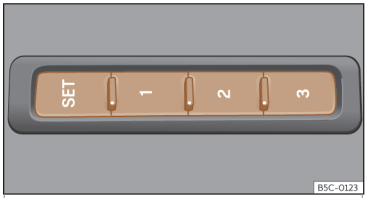

Fig. 101 En el lateral exterior del asiento del conductor: teclas de memoria.
- Pulse la tecla **SET** durante más de 1 segundo»» **fig. 101**.